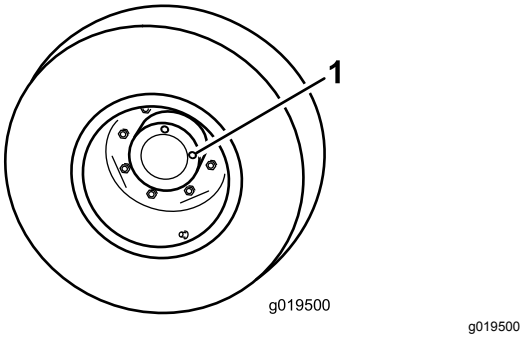

Figur 15
1. Ställ maskinen på en plan yta och placera hjulen så att kontrollpluggen (Figur 15) är i läget klockan 12 och den andra är i läget klockan 3.
1. Kontroll-/avtappningsplugg (2)
2. Ta bort pluggen som sitter i läget klockan 3 (Figur 15). Oljenivån ska vara vid botten av kontrollplugghålet.